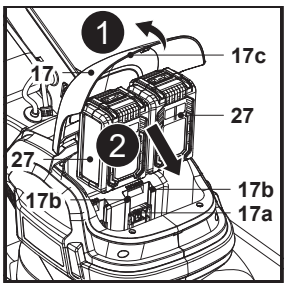

Fig. 7
1. Soulever le couvercle magnétique (17c) et ouvrir le couvercle du compartiment de la batterie (17) (Fig. 7, étape 1).
2. Aligner la batterie (27) sur les deux glissières (17b) et faire glisser la batterie (27) pour la fixer (Fig. 7, étape 2).
3. S'assurer que les contacts électriques (17a) sont complètement insérés dans la batterie (27) et qu'ils s'enclenchent.
4. La batterie (27) ne peut être installée que dans un seul sens.
5. Répéter les étapes ci-dessus pour fixer une autre batterie (27).
6. Fermer le couvercle du compartiment de la batterie (17) avec précaution.